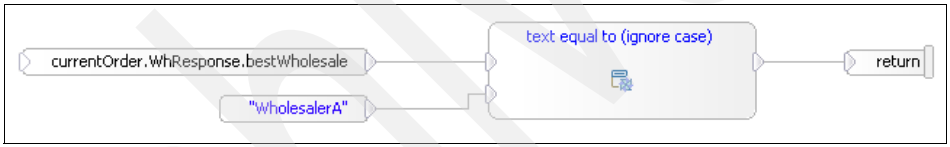

Figure 10-42 Choose Best Wholesaler choice case Wholesaler A
a. Refer to Figure 10-42 to create the Wholesaler A case.